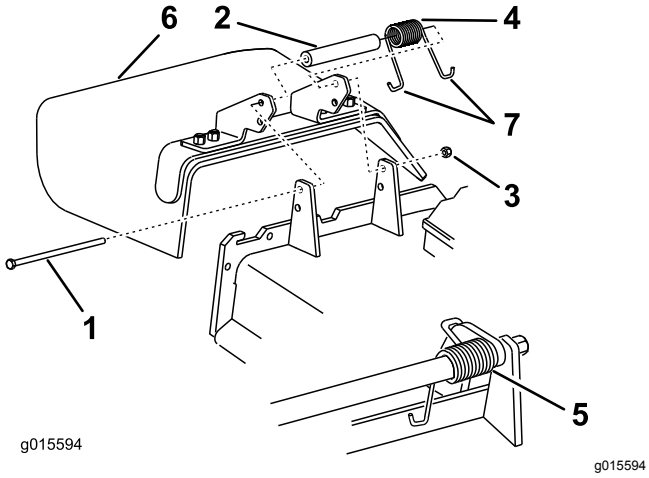

Figuur 89
1. Verwijder de borgmoer, bout, veer en afstandsstuk waarmee de grasgeleider vastzit op de draaibeugels (Figuur 89).
Opmerking: Zorg ervoor dat 1 **J**-vormig haakeind van de veer is gemonteerd achter de rand van het maaidek voordat u de bout monteert zoals wordt aangegeven in Figuur 89.
6. Plaats 1 **J**-vormig haakeind van de veer om de grasgeleider (Figuur 89).